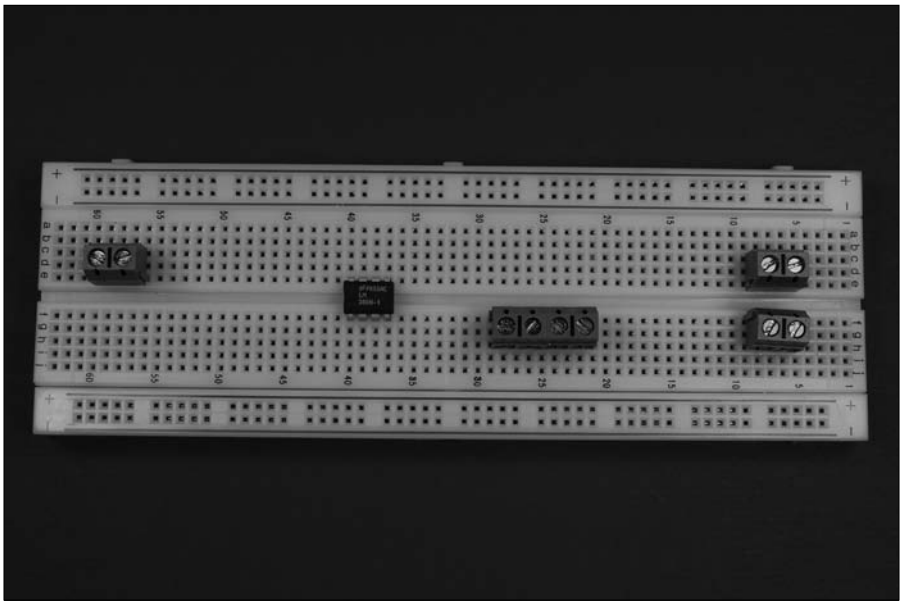

Figure 6-5: Place the IC and terminal blocks on the breadboard.
1. **Place LM386N-1 (IC2) and five terminal blocks (TB) on the breadboard, as shown in Figure 6-5.**